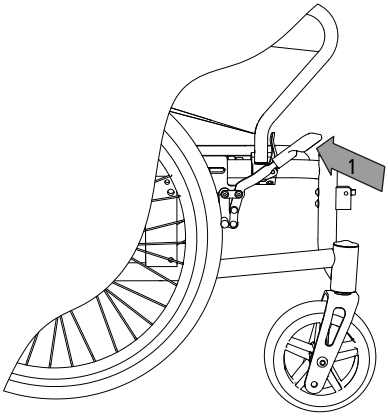

fig. 20
2. Per rilasciare il freno di stazionamento, tirare indietro la leva (1, fig. 20).